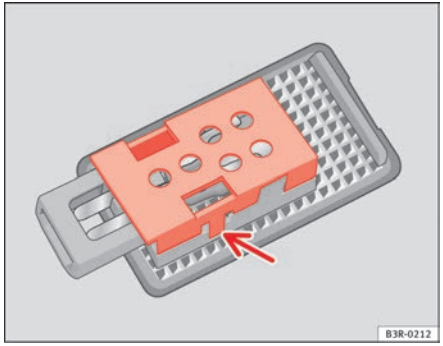

Fig. 220 Luggage compartment light
– Remove the protective cover and remove the bulb from the housing ⇒ fig. 220. ■